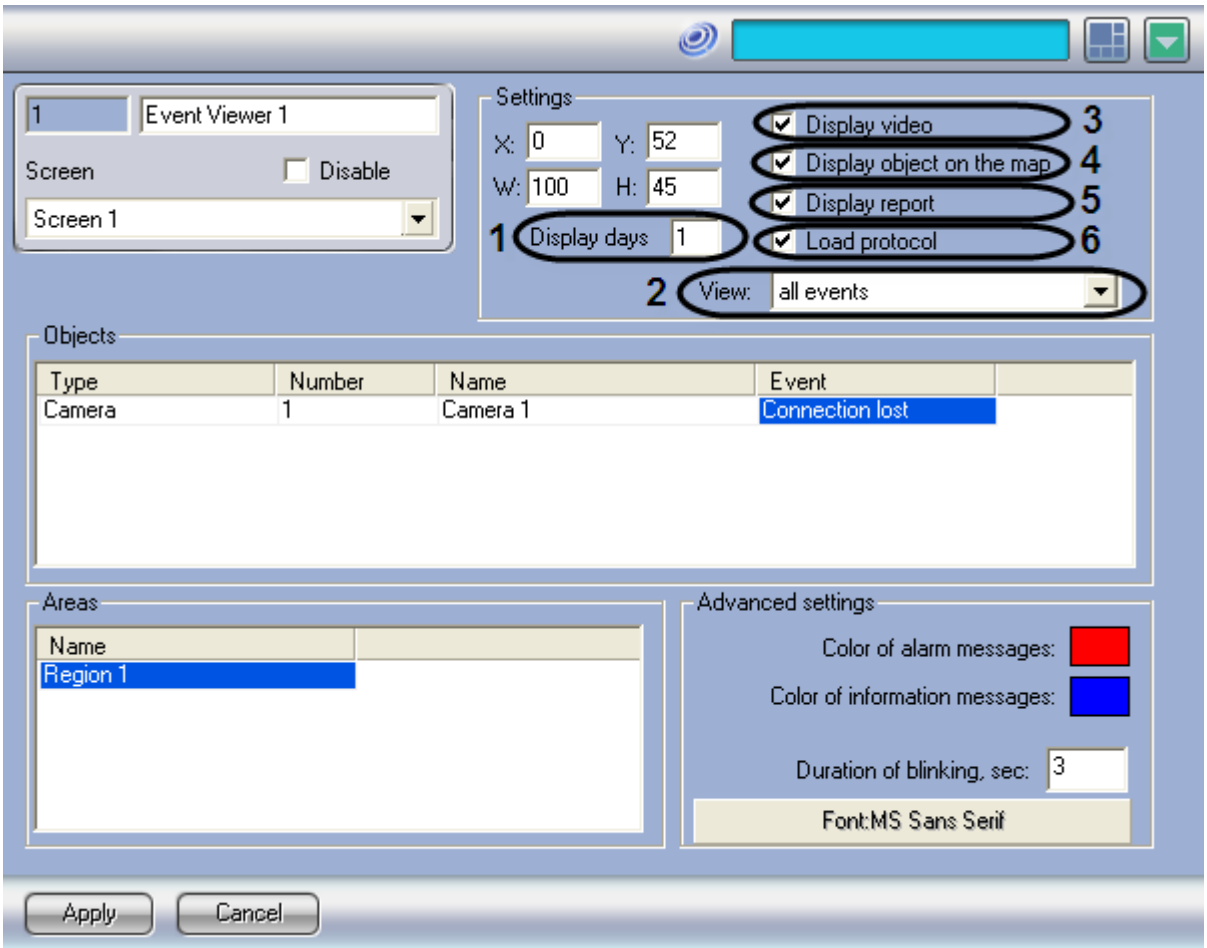

Figure 8.19-3 Setting the “Event Viewer” parameters
1. In the “Display days” field set the number of days to display the events in the “Event viewer” interface box (Figure 8.19-3, 1).
2. If it is necessary to display only one latest event or all latest events in “Event Viewer” interface box, select “One latest” or “All events” in the “View:” list (Figure 8.19-3, 2).
3. Set the “Display video” checkbox to enable viewing the video recordings from the “Event Viewer” interface box (Figure 8.19-3, 3). Viewing the events of the “Record to disk” type of the “Camera” objects is only possible.
4. Set the “Display object on the map” checkbox to enable viewing the logged events on the map (Figure 8.19-3, 4).
5. Set the “Display report” checkbox to enable creating a printed report about events in the “Event Viewer” interface box for a specified time period (Figure 8.19-3, 5).
6. If the last 1000 logged events are to be displayed in the “Event Viewer” interface box, then set the “Load protocol” checkbox (Figure 8.19-3, 6).